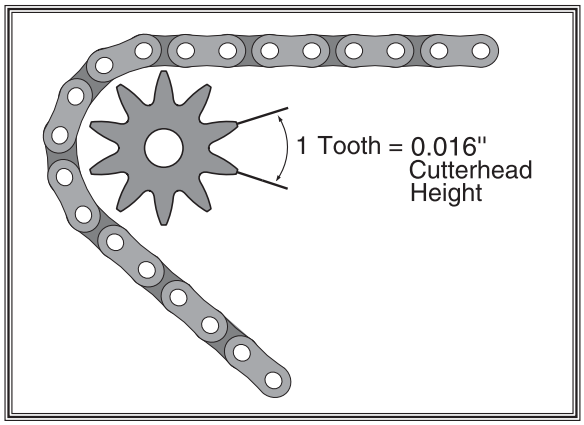

Figure 35. Sprocket ratio.
3. Moving the sprockets clockwise lowers the table and moving them counterclockwise raises the table. Each tooth on the corner sprockets equals 0.016" of vertical movement when the cogs are turned (See illustration in **Figure 35**). Make sure, as you adjust each sprocket, that you count the number of teeth that pass a fixed point.